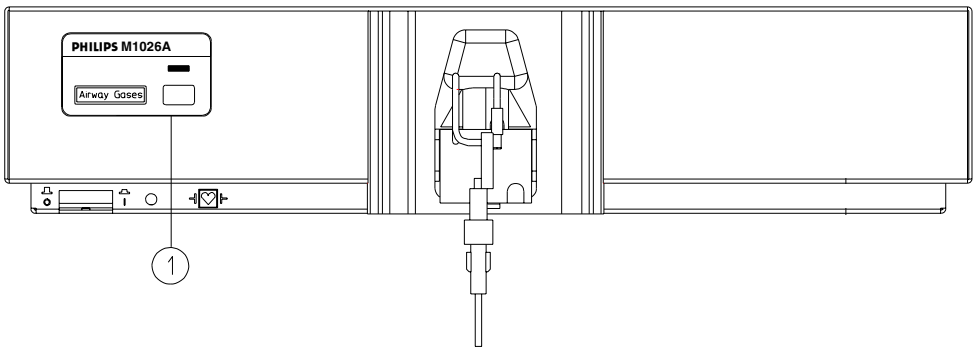

Figure 6 Label for the Philips M1026A Anesthetic Gas Module
There is a label sheet included with the Philips M1026A Anesthetic Gas Module which has the translated versions for “Airway Gases”. You can stick a translated version over “Airway Gases” on the left of the front panel. See (1) in Figure 6.